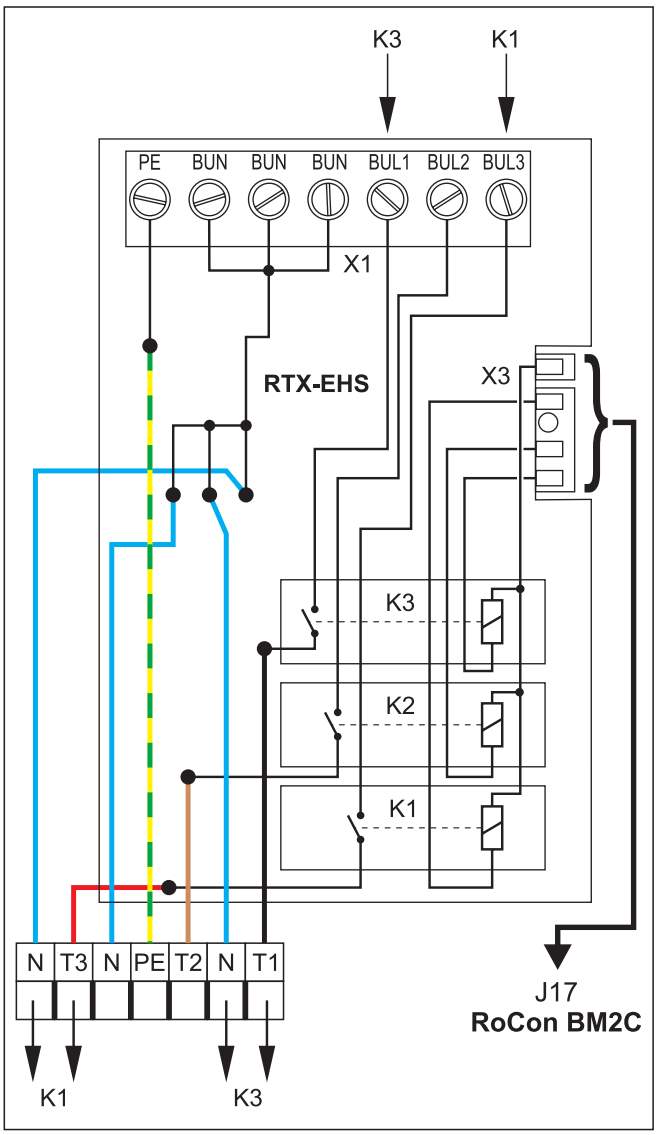

Fig. 4-38 Ligação à placa de circuitos RTX-EHS
A solicitação do gerador de calor externo ativa-se através de um relé na placa de circuitos RTX-EHS (ver Fig. 4-38). A ligação elétrica ao aparelho interno é possível da seguinte forma;
3. Estabelecer ligações adequadas na placa de circuitos RTX-EHS do set de ligação (ver Fig. 4-38).